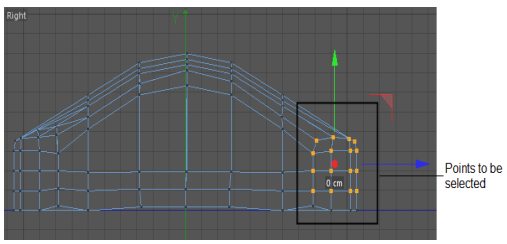
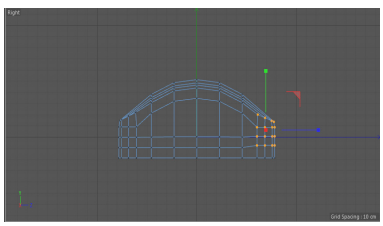

Figure 3-46 *The points of Computer mouse to be selected*
Figure 3-47 *Scaling the points of Computer mouse*
35. Select the points of *Computer mouse* using the 9 key, as shown in Figure 3-46. Next, scale the selected points along the Y axis to 87.2 percent in the Right viewport, as shown in Figure 3-47.